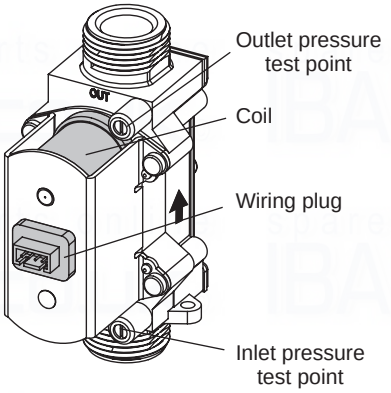

**Fig. 5.2**
2. Loosen the gas inlet pressure test point screw on the gas valve (see Fig. 5.2) and purge in accordance with BS 6891.